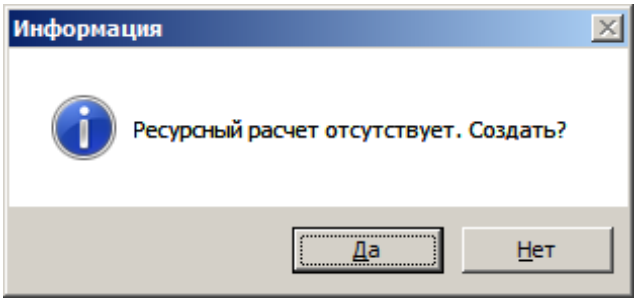

Рис. 1. Диалоговое окно
- в структурной части **Менеджера** выделите объект, затем в содержательной нажмите на кнопку Ресурсный расчет. Если для данного объекта расчет не создавался, появится диалоговое окно **Ресурсный расчет отсутствует. Создать?**. Нажмите **Да** (см. рис. 1).